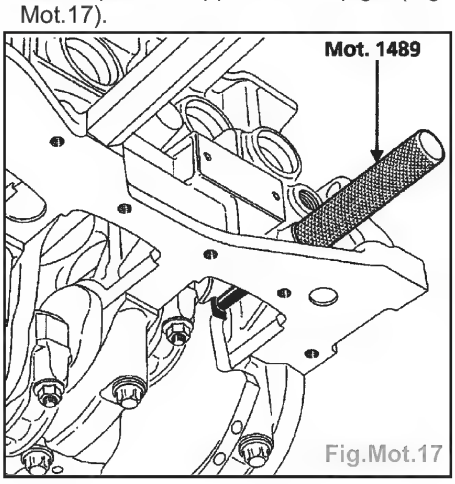

Fig.Mot.17
- Visser la pige de PMH **Mot.1489** puis effectuer une rotation moteur dans le sens horaire (côté distribution) afin d'amener lentement et sans à-coups le vilebrequin en appui sur la pige (Fig. Mot.17).
- Vérifier que le vilebrequin soit bien en appui sur la pige **Mot. 1489** (Fig.Mot.17).